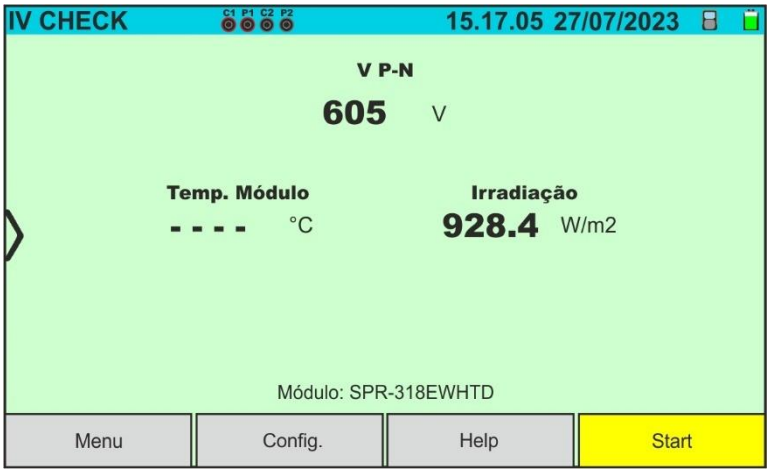

Fig. 65: Ecrã de medição da curva I-V inicial em módulos Monofaciais
4. No caso dos módulos **Monofaciais**, o ecrã da Fig. 65 é apresentado no visor. São apresentados os seguintes parâmetros: